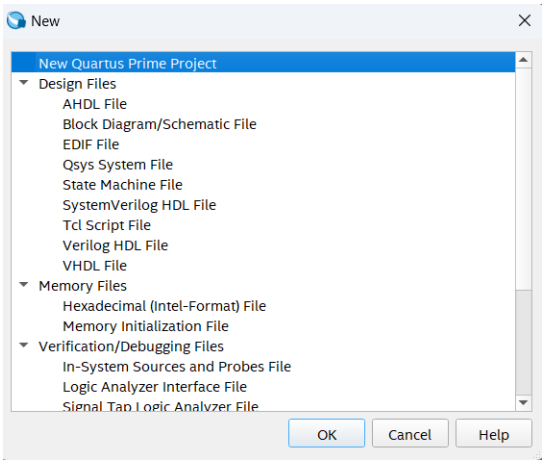

Figure 11 - Selection of the file type to create (Block Diagram / Schematic File).
3. Create a new file for a schematic diagram ("File→New" menu) according to Figure 11.